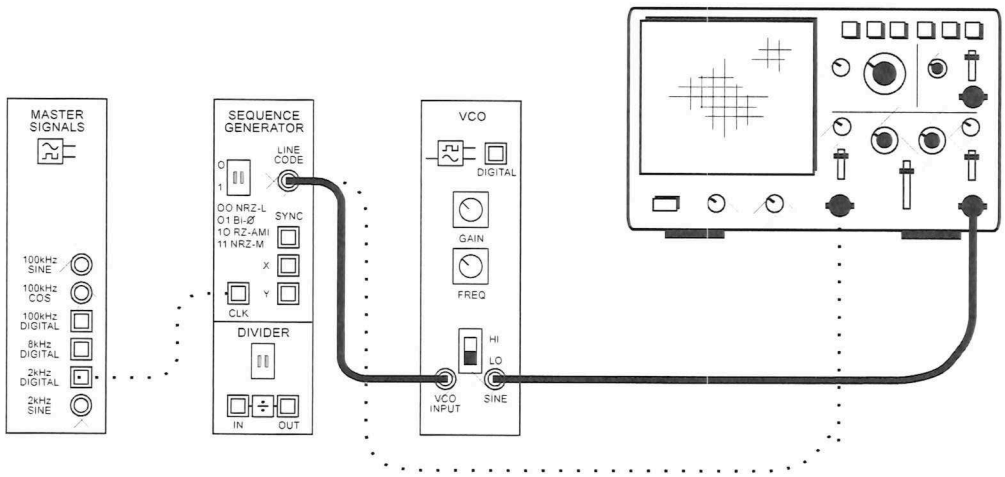

Figure 4
11. Modify the setup as shown in Figure 4 below.